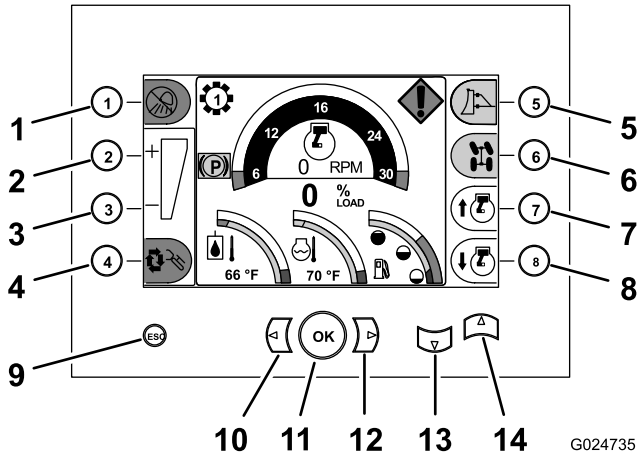

Figure 9
Avant de mettre le moteur en marche et d'utiliser la machine, familiarisez-vous avec toutes les commandes (Figure 9 à Figure 16).
Utilisez les boutons du centre de commande pour contrôler les fonctions de la machine et pour naviguer jusqu'aux écrans de réglage et de diagnostic (Figure 9).
- **Bouton d'accélération** – Appuyez sur le bouton d'accélération (bouton 7), situé dans l'angle inférieur droit du centre de commande, pour augmenter le régime moteur (Figure 9).
- **Bouton de décélération** – Appuyez sur le bouton de décélération (bouton 8), situé dans l'angle inférieur droit du centre de commande, pour réduire le régime moteur (Figure 9).